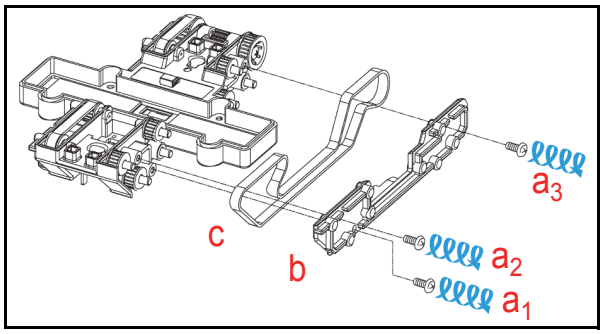

Figure 4-36 Timing Belt Removal
1. Remove the three (3) Side Plate Cover Mounting Screws (See Figure 4-36 a_1, a_2 & a_3) located on right side of the Lower Validation Section.
2. Remove the Cover (See Figure 4-36 b) from the Lower Validation Section.
3. Remove Timing Belt (See Figure 4-36 c) from the Lower Validation Section.